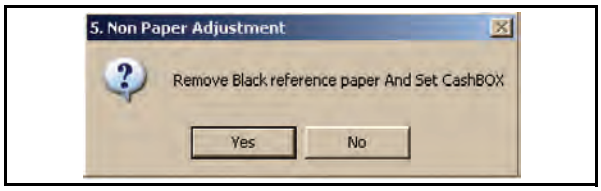

Figure 6-19 Non-Paper Request Screen
18. Once Steps 7 through 16 repeat several times, the message window shown in Figure 6-19 will appear.